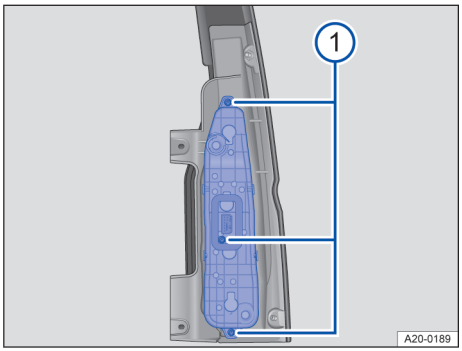

Fig. 175 Sur le bloc de feux arrière : retrait du porte-ampoule
2. Dévissez trois vis avec le tournevis → fig. 175 ①. Utilisez une lame de rechange adaptée si nécessaire.
3. Retirez le porte-ampoule → fig. 175.
1. Mettez en place avec précaution le porte-ampoules dans le bloc de feux arrière → fig. 175.
2. Vissez fermement le porte-ampoules à l'aide des trois vis sur le bloc de feux arrière → fig. 175 ①.